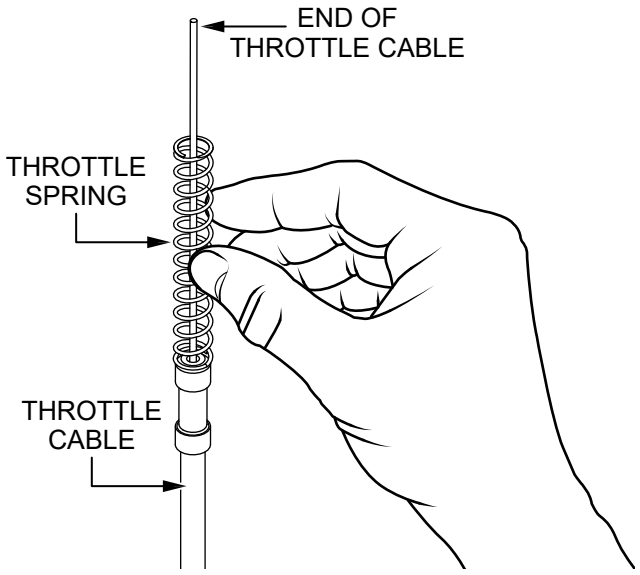

Figure 14. Install Throttle Spring
9. Place the **throttle spring** (Figure 14) onto the end of the **throttle cable**.